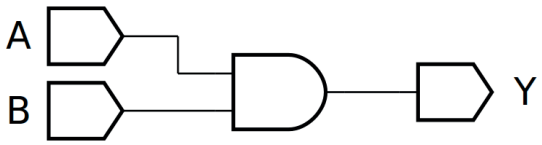
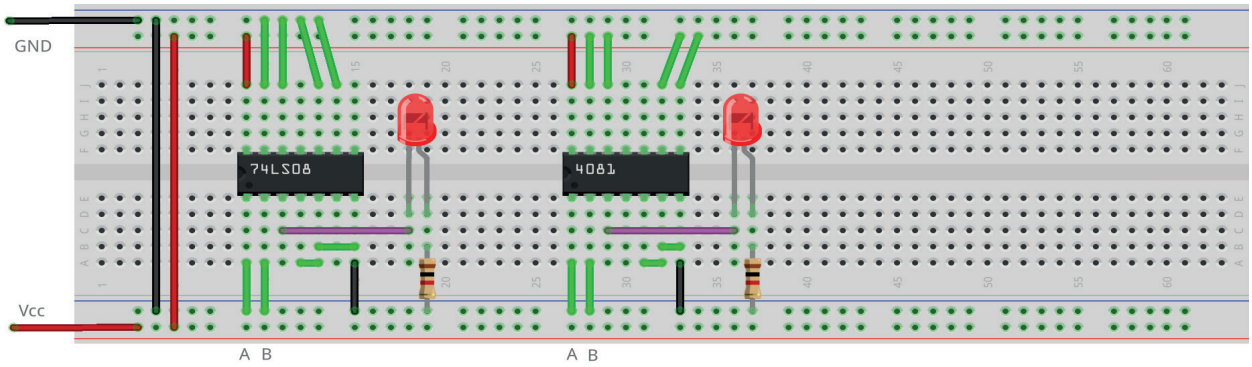

Figura 4.34 – Diagrama esquemático.
Figura 4.36 – Placa de montagem com componentes.
1. Monte o circuito da figura 4.34, conforme mostrado na figura 4.36, na placa de montagem.
6. Simule o circuito da figura 4.34 em um software de simulação para computador (SmartSim, Atanua ou Qucs) e compare com a tabela 4.12.